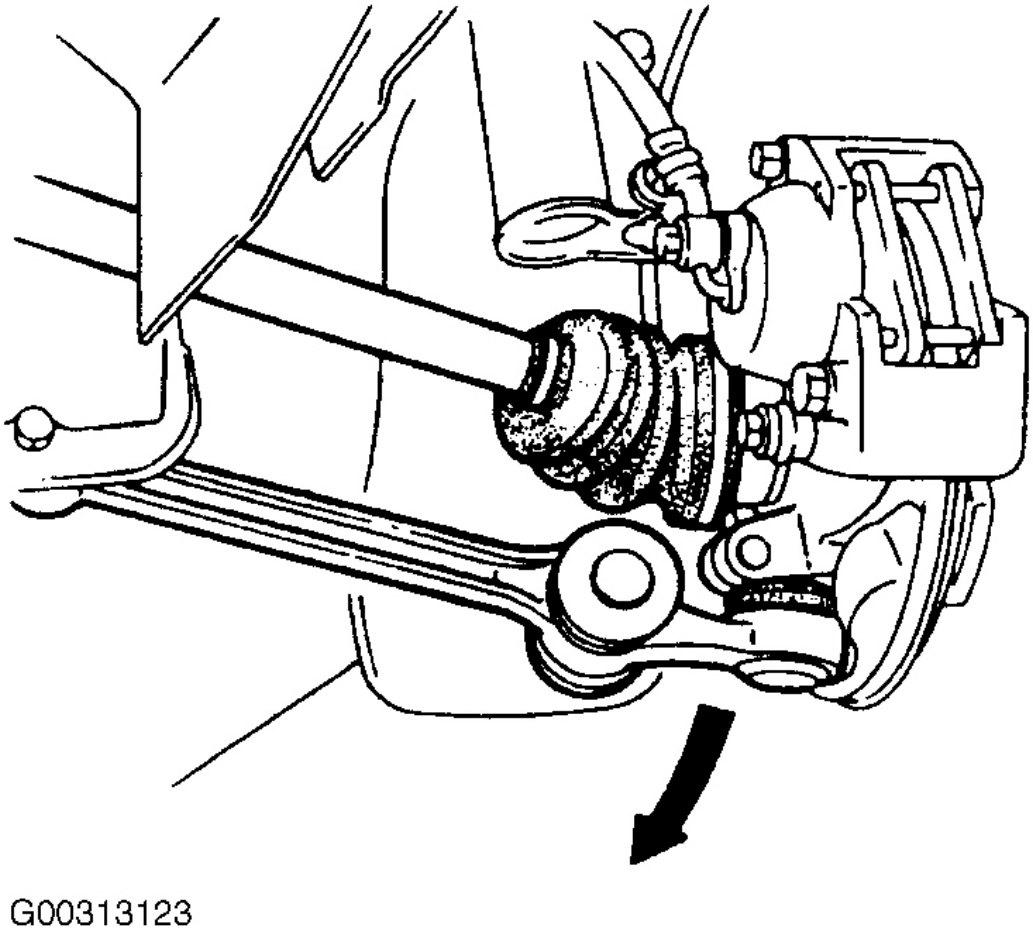

Fig. 7: Desconexión de la junta de rótula inferior
7. Haga palanca hacia abajo el brazo inferior y desconecte la rótula desde el nudillo. Ver **Fig. 7** .